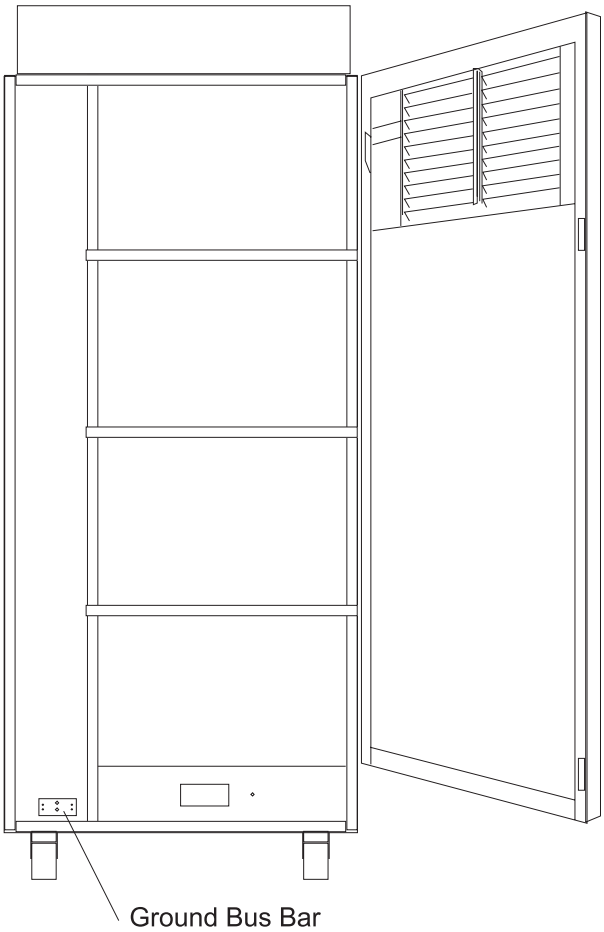

Figure 1-6. Installing frame jumper/ground cable between an SP-attached server and an SP frame
a. SP-attached server: Route the ground strap (P/N 08J6118) to the ground bus bar on the bottom of the SP-attached server as shown in Figure 1-6 on page 1-12.